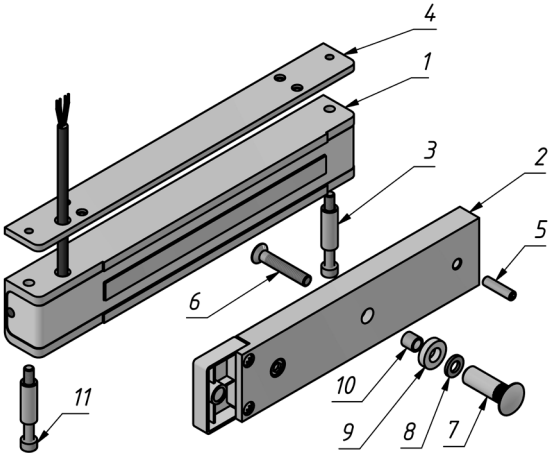

Рисунок 1 – Комплект поставки замка
3.1 Комплект поставки (рисунок 1):
- корпус (1)…….. - 1 шт.
- якорь (2)…… - 1 шт.
- втулка (3)…….. - 2 шт.
- планка резьбовая 300Р (4)… - 1 шт.
- комплект крепления якоря: штифт (5), винт М6х35 (6), втулка (7), шайба (8), кольцо уплотнительное (9), втулка проходная (10)
- винт М5х45 (11)……... - 2 шт.
4.2 Корпус (поз.1 рисунок 1) крепится в верхней части дверной коробки на предварительно установленную планку резьбовую 300Р (поз.4) на максимальном удалении от петель двери. Крепление корпуса к дверной коробке возможно с помощью Уголка 300-400Р, Планки 300Р и комплекта МК 300-KU, приобретаемых дополнительно.